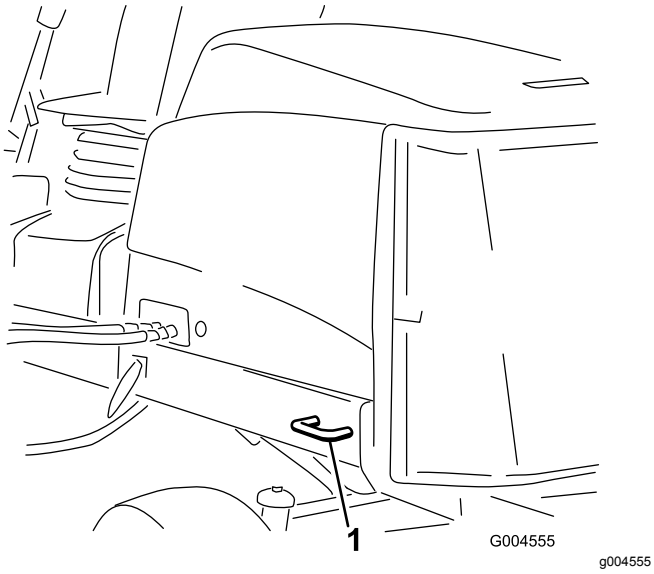

**Figur 71**
- Bag – på begge sider af maskinen på bagstellet (Figur 71)